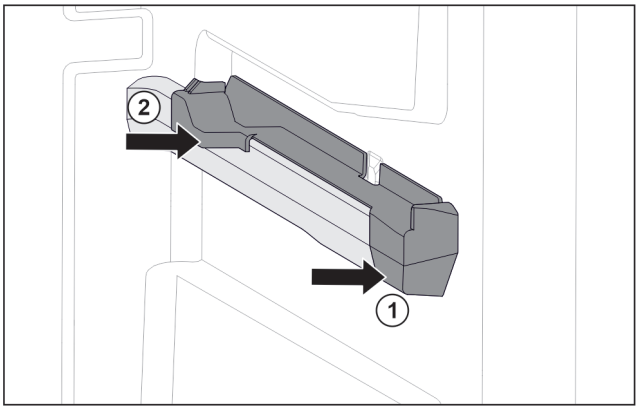

Fig. 154 Insteekelement op rechter containerrib
- ▶ Insteekelement voor tegen containerrib plaatsen. *Fig. 154 (1)*
- ▶ Insteekelement achter aandrukken. *Fig. 154 (2)*